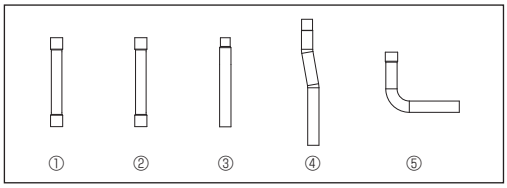

Fig. 1-1
1.6. Accesorios de la unidad exterior (Fig. 1-1)